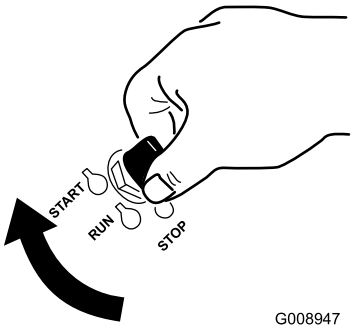

**Figuur 17**
1. Draai het contactsleuteltje naar de stand Start (Figuur 17). Laat het sleuteltje los zodra de motor aanslaat.
6. Draai het contactsleuteltje naar de stand Start (Figuur 17). Laat het sleuteltje los zodra de motor aanslaat.